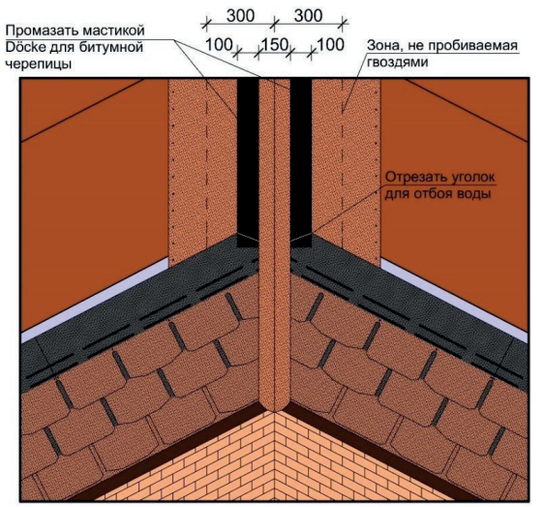

Рис. 26. Выполнение открытой ендовы.
8.2.18 Если на крыше предусмотрена ендова, то монтаж битумной черепицы Döcke начинается от неё с целого гонта. При отделке ендовы гонты необходимо подрезать так, чтобы они не доходили до оси ендовы 50–75 мм. У крайних гонтов со стороны ендовы необходимо отрезать уголок для отбоя воды и промазать мастикой Döcke для гибкой черепицы полосой 100 мм. Мастику необходимо наносить шпателем, толщиной слоя не более 0,5 мм. Больший расход мастики приводит к её вытеканию и появлению вздутий на черепице. Зона, не пробиваемая гвоздями до оси ендовы, должна быть не менее 300 мм. Схема выполнения открытой ендовы приведена на рис. 26.